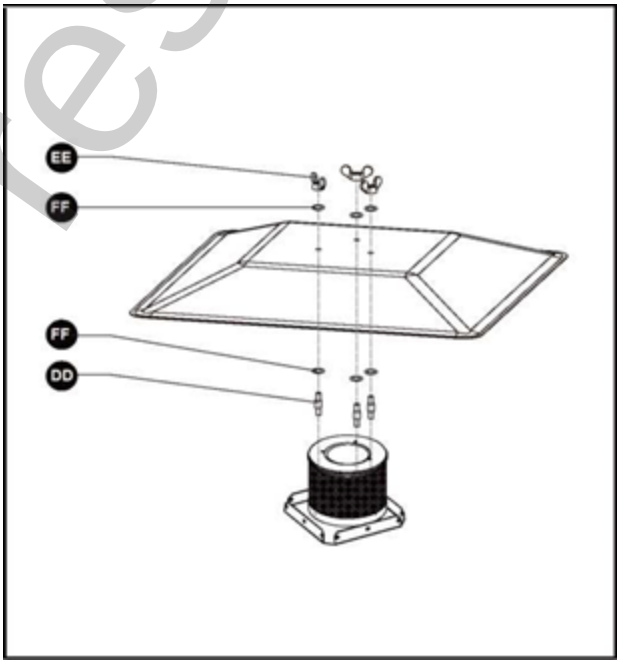

Рис. 8. Установка отражателя на дожигатель.
Прикрутите шпильки 3 шт. (DD) к дожигателю в сборе (B), наденьте плоские шайбы 3 шт. (FF) на верхнюю часть шпильки (DD), затем наденьте отражатель (A) на шпильки (DD), закрепите их тремя плоскими шайбами (FF) и тремя гайками (EE), как показано на Рис.8.